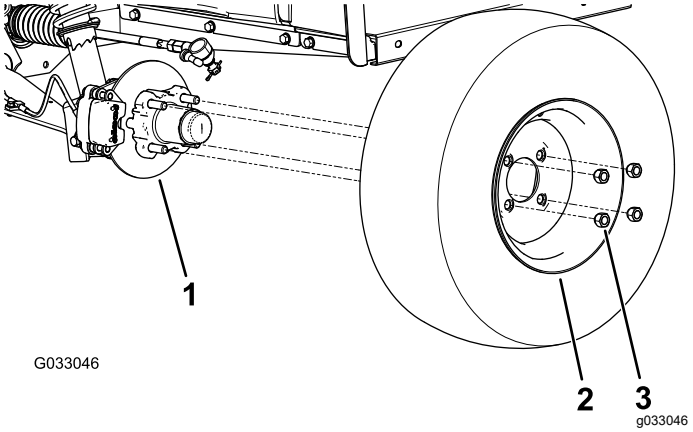

Figur 30
2. Ta bort de fyra hjulmuttrar som håller fast hjulet vid navet (Figur 30).
4. Rikta in hålen i hjulet med tapparna i navet, och montera hjulet på navet med ventilskaftet utåt (Figur 30).
5. Fäst hjulet vid navet med hjulmuttrarna (Figur 30).